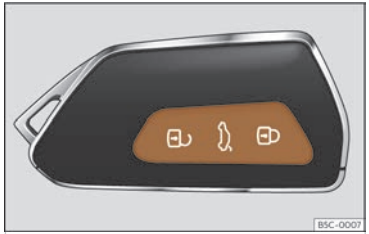

Fig. 78 Remote control key: buttons.
- Lock: press the button >>> Fig. 78.